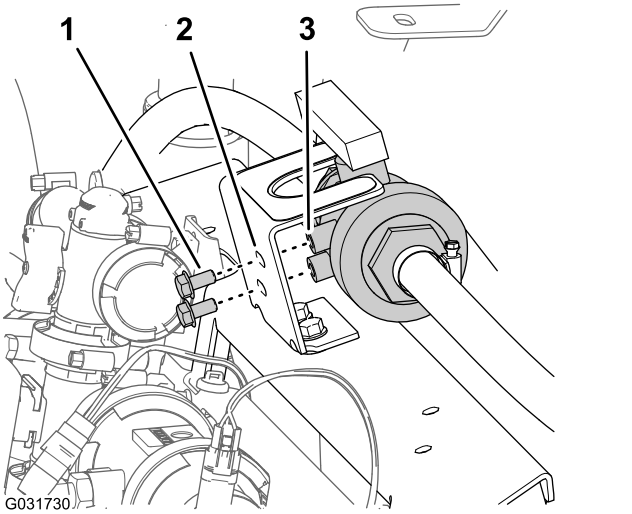

Figur 230
4. Rikta in kulventilens gängade nav med de två hålen i monteringsfästet (Figur 230).
5. Montera ventilen på monteringsfästet (Figur 230) med de två flänsskruvar (5/16 x 5/8 tum)